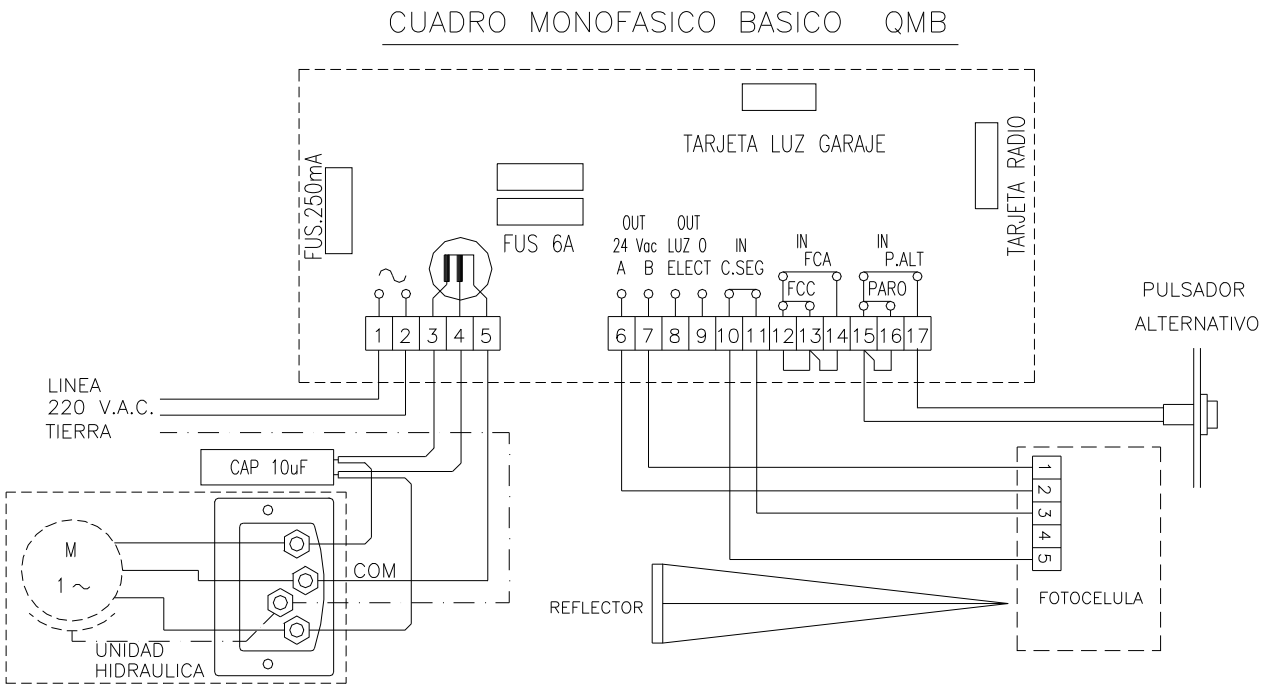

Figura 2
5. Como en la barrera ya vienen hechas las conexiones entre el cuadro y la Unidad, para conectar el sistema sólo hace falta conectar la línea de red 230V 50 Hz. a los bornes del cuadro marcados como 1 y 2 y conectar la toma de tierra, tal como se indica en la figura 2.